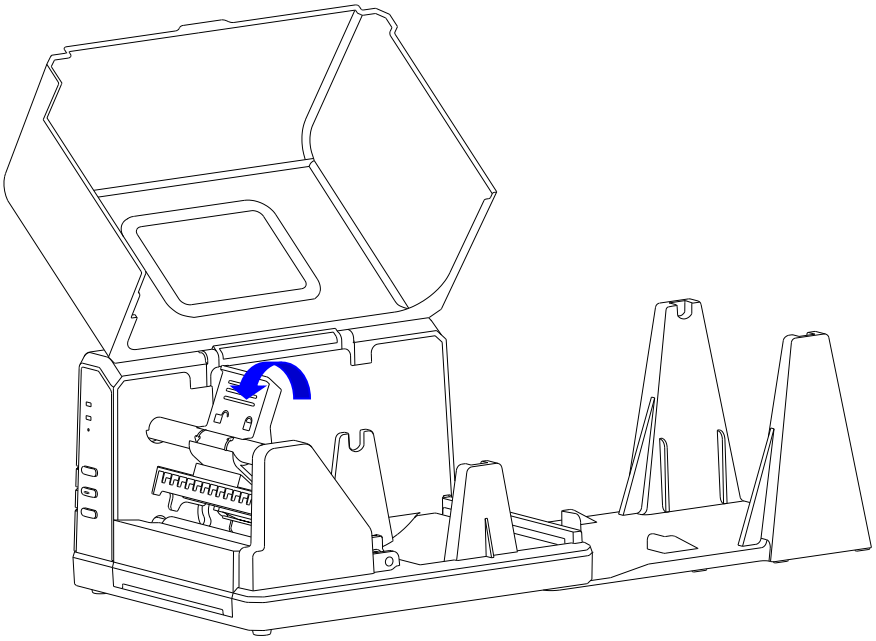

Figure 2-13 Lift the Handle
2. Lift the right cover of the printer and lift the Handle of the Printhead. See Figure 2-13.